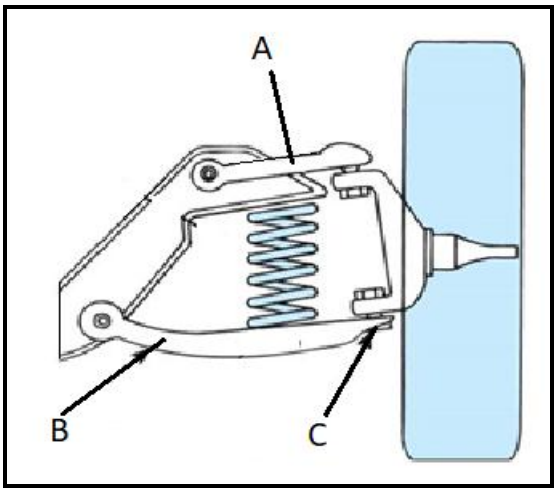

FIGUUR 3 (3)
2.3 Identifiseer die gemerkte komponente van die vering in FIGUUR 3 deur die antwoord langs die letter (A–C) in die ANTWOORDBOEK te skryf.